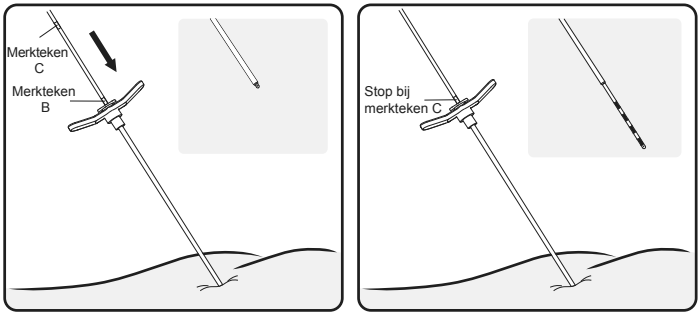

Afbeelding 14. Voer de lead op in de inbrenghuls om de elektroden bloot te leggen.
9. Terwijl u de inbrenghuls op zijn plaats houdt, voert u de lead verder op door de inbrenghuls tot het visuele merkteken C is uitgelijnd met de handgreep van de inbrenghuls. Gebruik fluoroscopie om te bevestigen dat de distale tip van de huls zich proximaal van de elektroden bevindt (**afbeelding 14**).